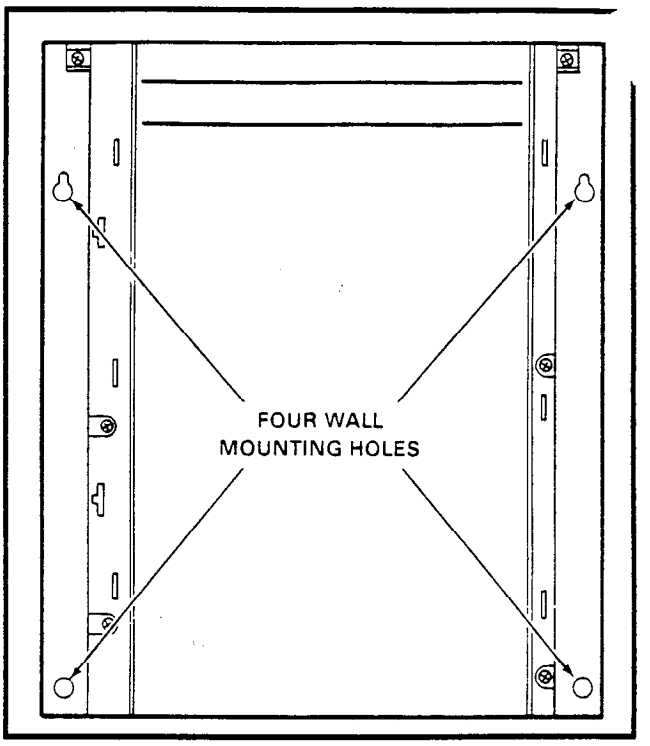

FIGURE 3—HKSU WALL MOUNTING
2) Hold the HKSU against the wall in its planned location and mark the screw locations through the centers of the two keyholes on the upper sides of the HKSU (Figure 3).
4) Hang the HKSU on the two screws and start two additional screws in the lower two holes (Figure 3). Tighten all four screws.